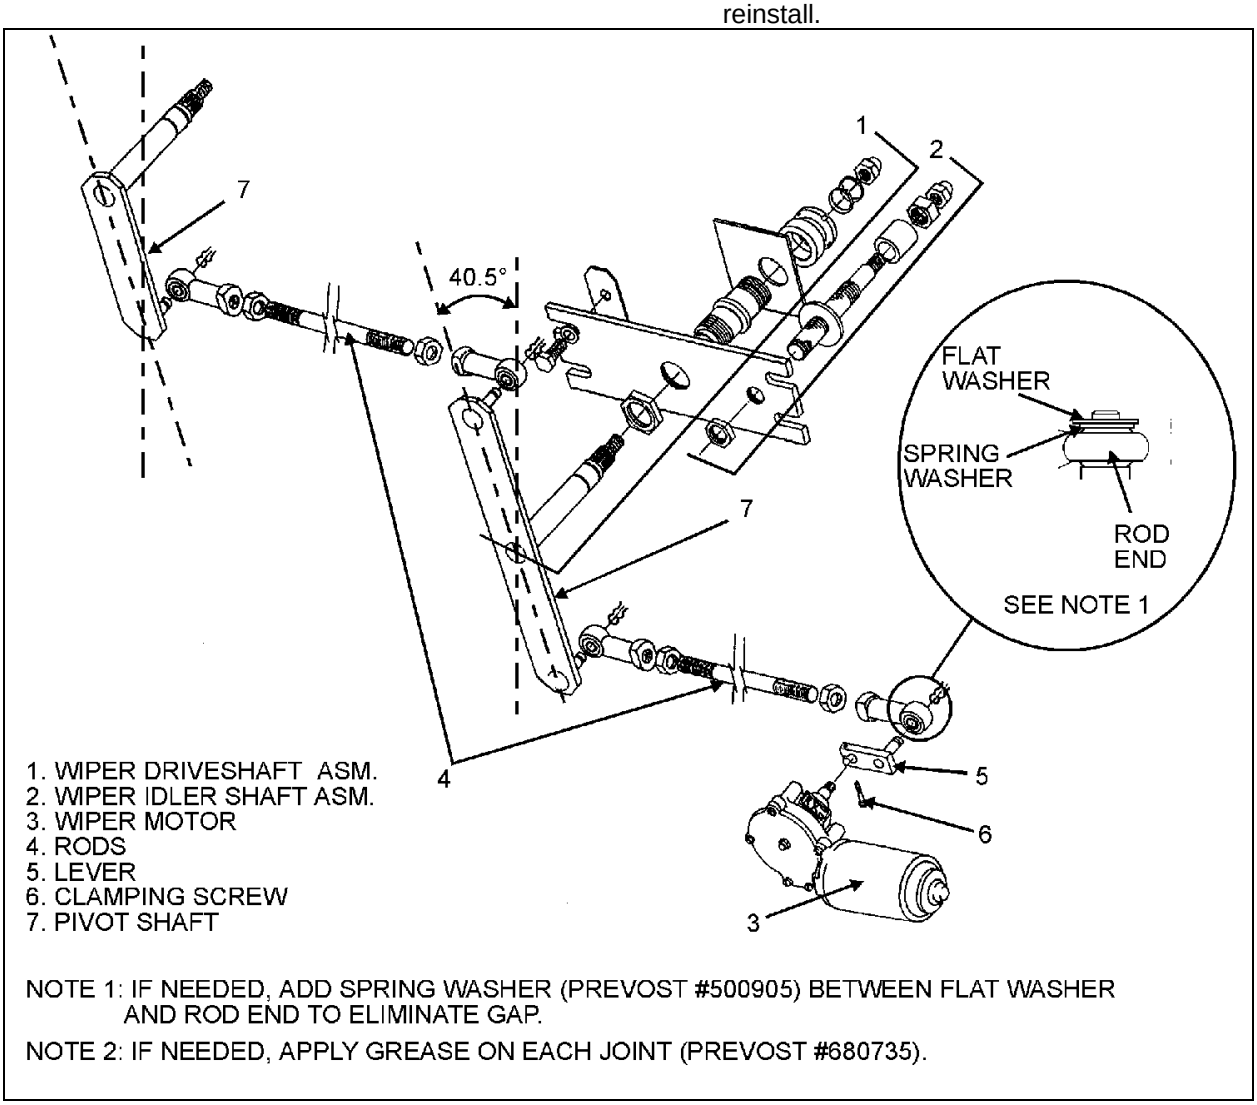

FIGURE 38: LOWER WINDSHIELD WIPER INSTALLATION **23088**
4. Adjust the rod located between right pivot shaft and motor to a 40.5^{o} angle (Figure 38). The motor lever must be on the same axis as the rod.